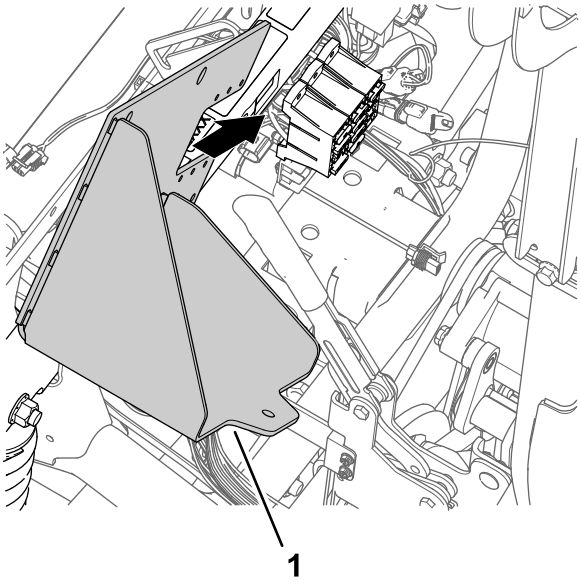

Rysunek 173
1. Przyłóż nowy wspornik akumulatora do rury wspornika amortyzatora maszyny i bloków bezpieczników (Rysunek 173).